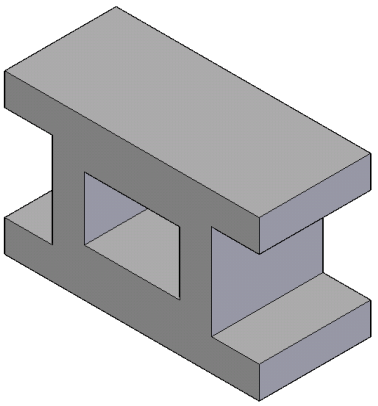
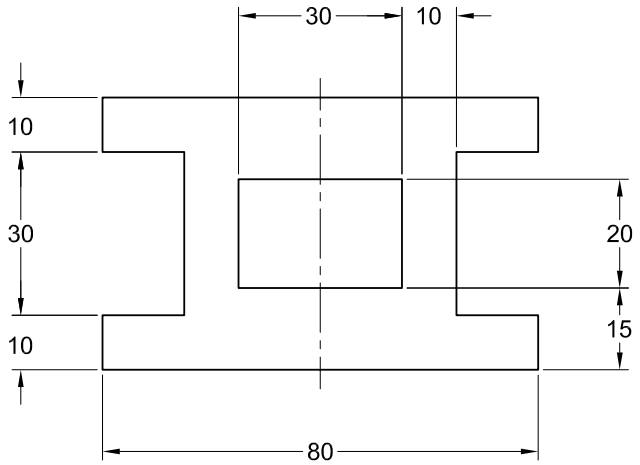

***Figure 3-33*** *Model for Tutorial 1*
***Figure 3-34*** *Profile to be drawn for Tutorial 1*
In this tutorial, you will draw the profile of the model shown in Figure 3-33. The profile shown in Figure 3-34 should be symmetric about the origin. You need not use the edit boxes available in the Command bar to enter the values of the entities. Instead, you can use the parametric dimensions to complete the sketch. **(Expected time: 30 min)**
3. Click on the graphics window to create a rectangle. Refer to Figure 3-34 for the location of the rectangle.